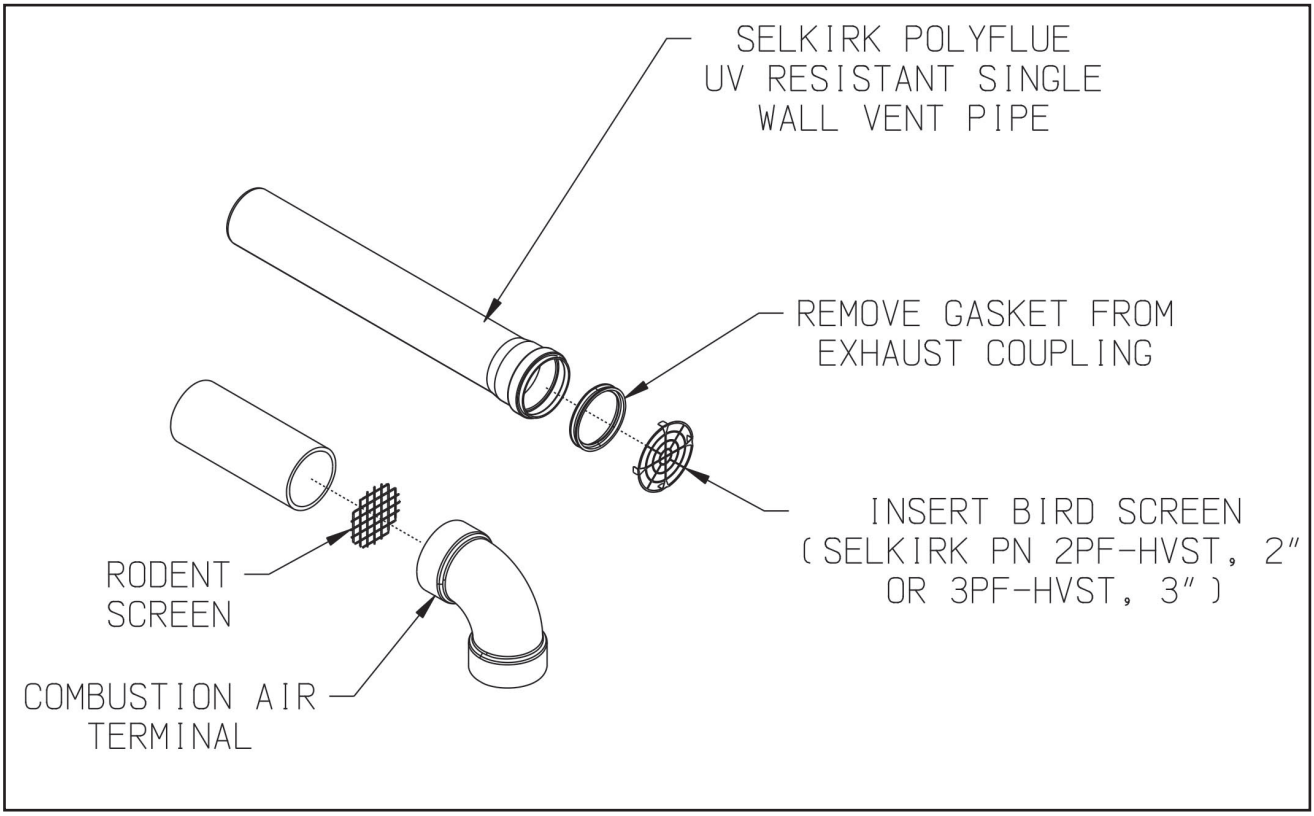

Figure 7.42: Installation of Selkirk Polyflue UV Resistant Single Wall Horizontal Terminal
a. See Figure 7.42 for proper orientation of twin pipe horizontal terminals. Outer edge of exhaust coupling must be 10” or less from the wall surface. (Figure 7.9)